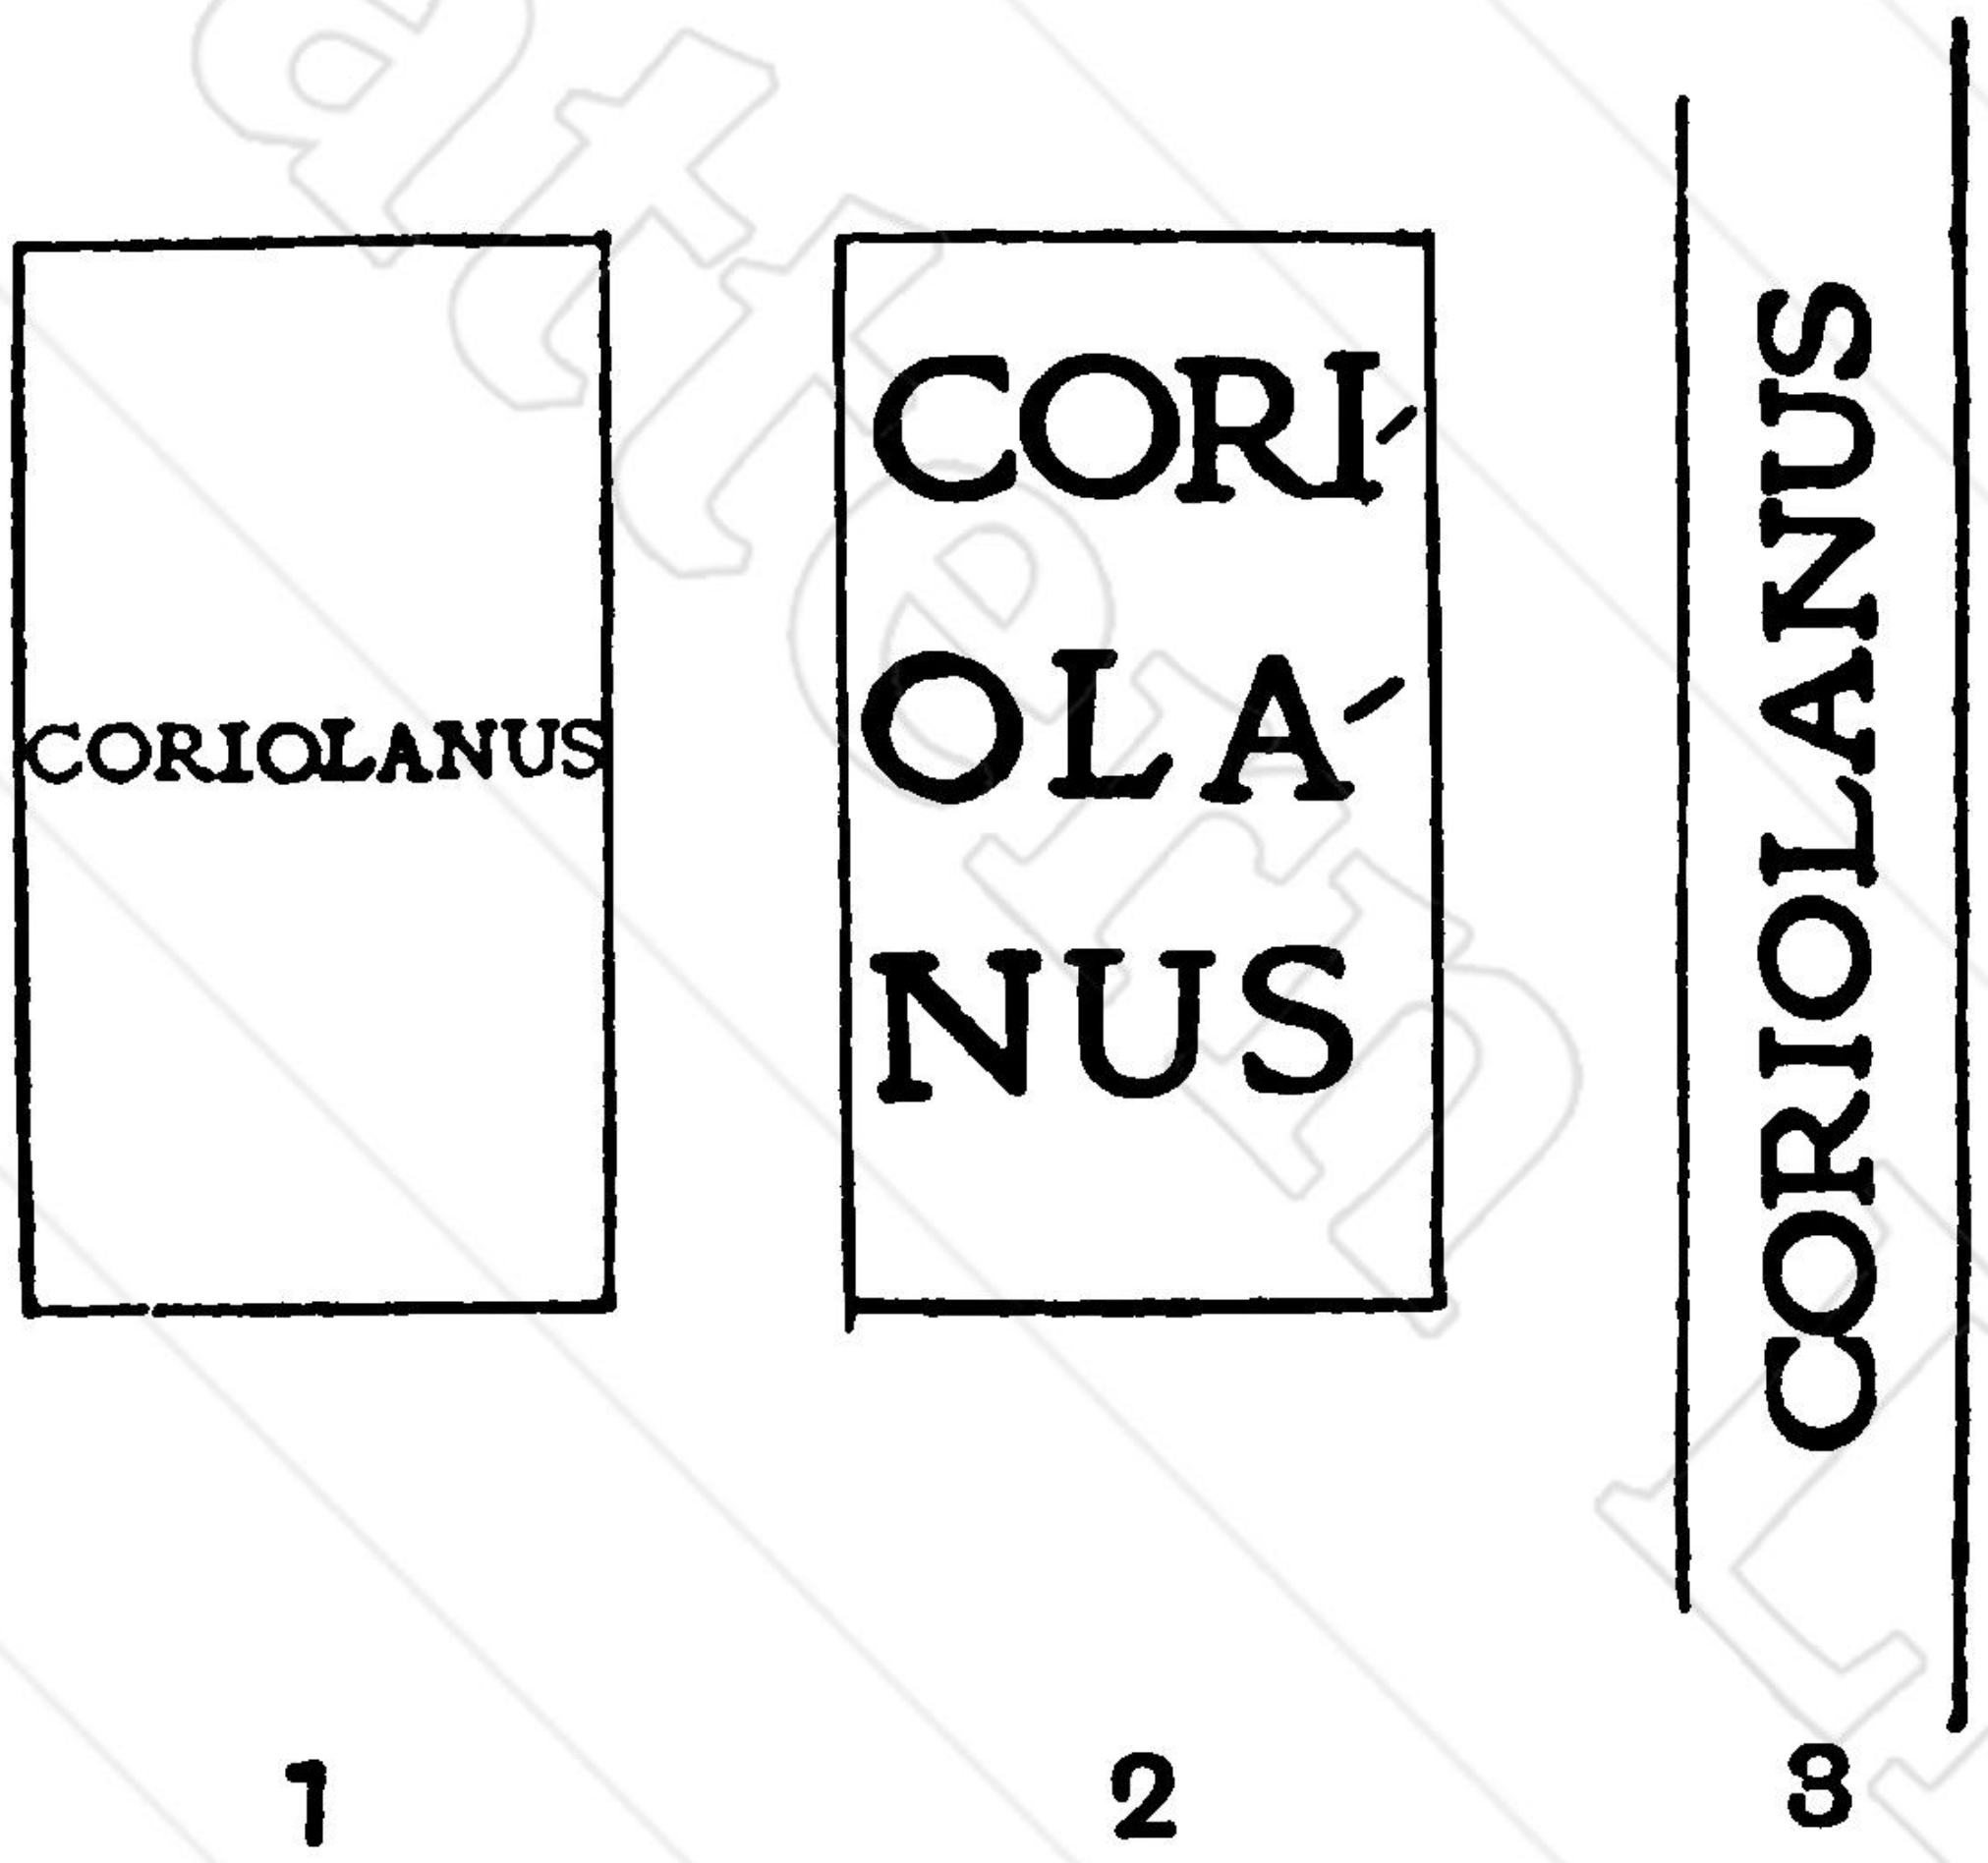

Fig. 95.
As a general rule, lettering looks best if it comfortably fills the panel, but of course it cannot always be made to do this. The greatest difficulty will be found in making titles of books that consist of a single word, look well. Thus if you have "CORIOLANUS" to place on a back which is not more than ⅝-inch wide, if it is put across as one word, as at fig. 95 (1), it will be illegible from the smallness of the type, and will tell merely as a gold line at a little distance. If a reasonably large type is used, the word must be broken up somewhat, as at (2), which is perhaps better, but still not at all satisfactory. The word may be put straight along the back, as at fig. (3), but this hardly looks well on a book with raised